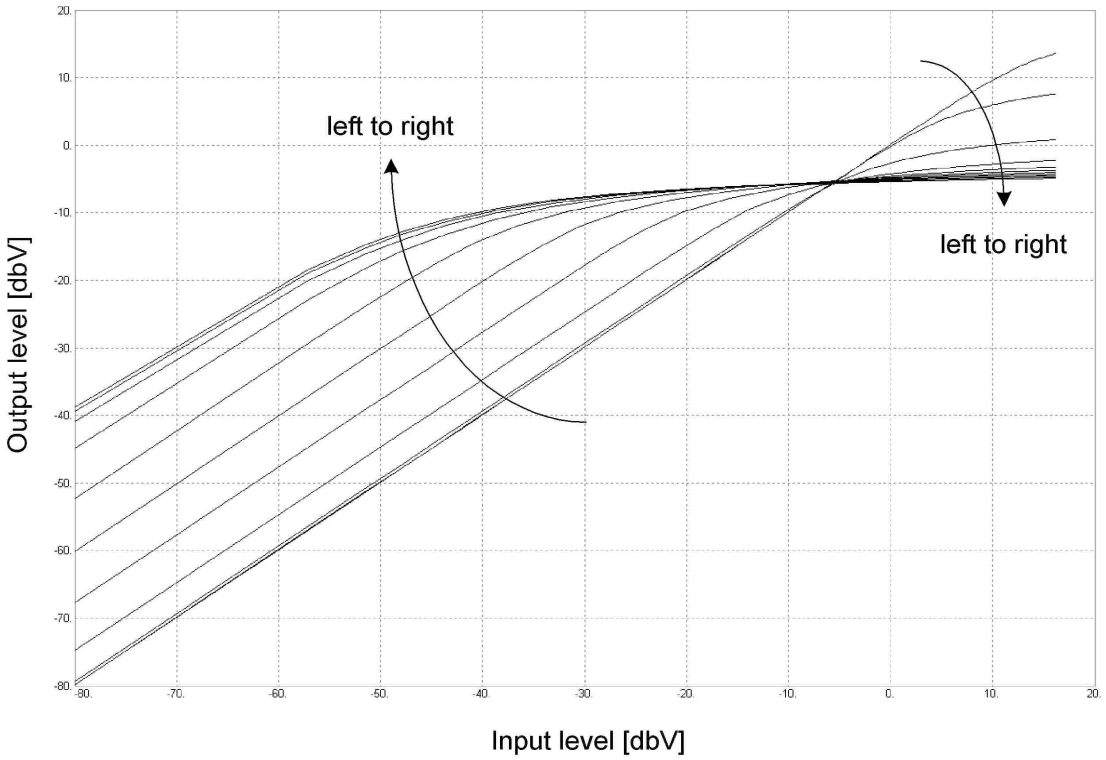

Abb. 8.2.1 [compression]-Regler
Die Grafik Abb. 8.2.1 soll verdeutlichen, was mit zunehmenden Drehwinkel –von links nach rechts- des **[compression]-Reglers (3)** geschieht.